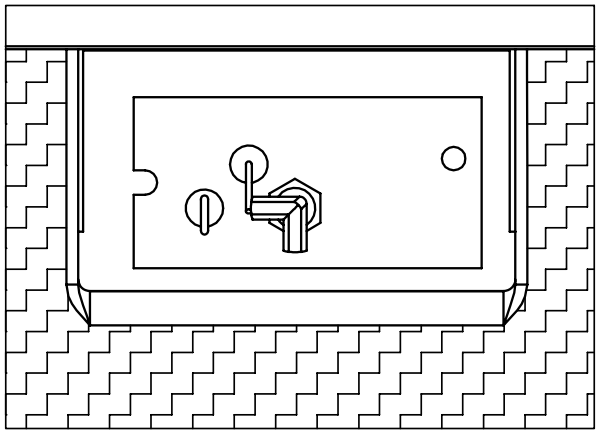

Figure 23. Correct Pilot
8. Reinstall the burner, tray, glass media, and glass door. Also refer to Secondary Installation - Firebox Liner and Burner Tray Removal section. When re-installing the burner, ensure that the burner to pilot hood relationship is similar to what is shown in Figure 23.